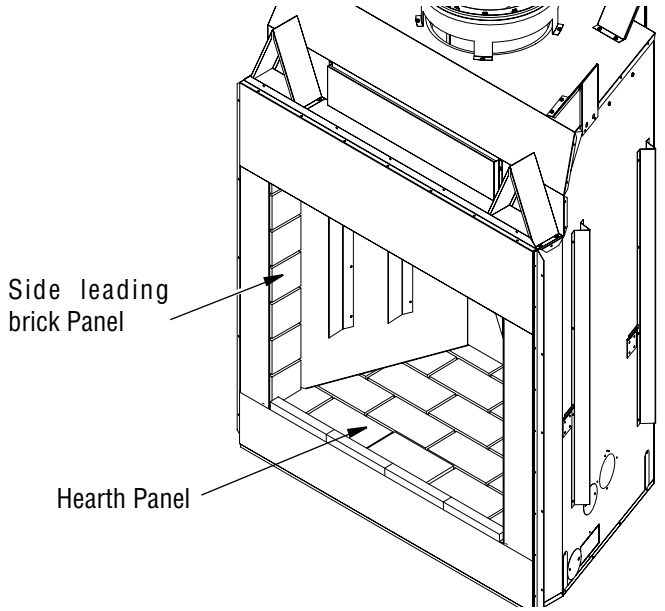

Figure 31 - Installing Hearth and Leading Brick panels
1. Install bottom brick panel. Using at least two people, hold bottom brick panel by its side edges. Place the back edge of bottom panel into the firebox first and carefully lower the front edge of panel. Make sure bottom panel is centered in the firebox and flush with the front of the fireplace. Be careful not to pinch your fingers between the panel and firebox *(**Figure 31**)*.
2. Install the left and right side leading bricks *(**Figure 31**)*.